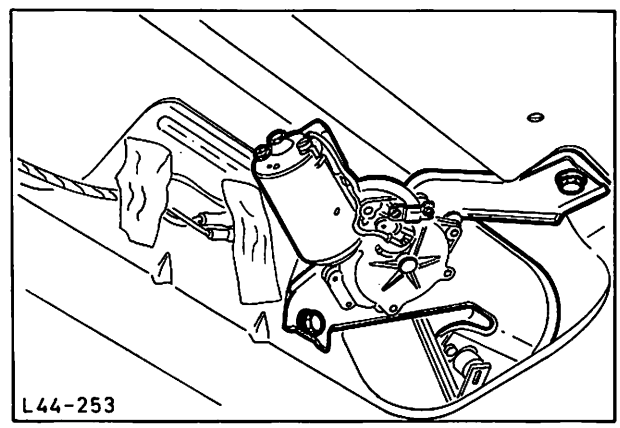

Abb. 268 Scheibenwischer-Motor mit Gestänge
15. Falls vorhanden, Heckscheibenwischer-Motor mit Gestänge und Spritzdüse sowie Verbindungsschlauch einbauen, Abb. 268.